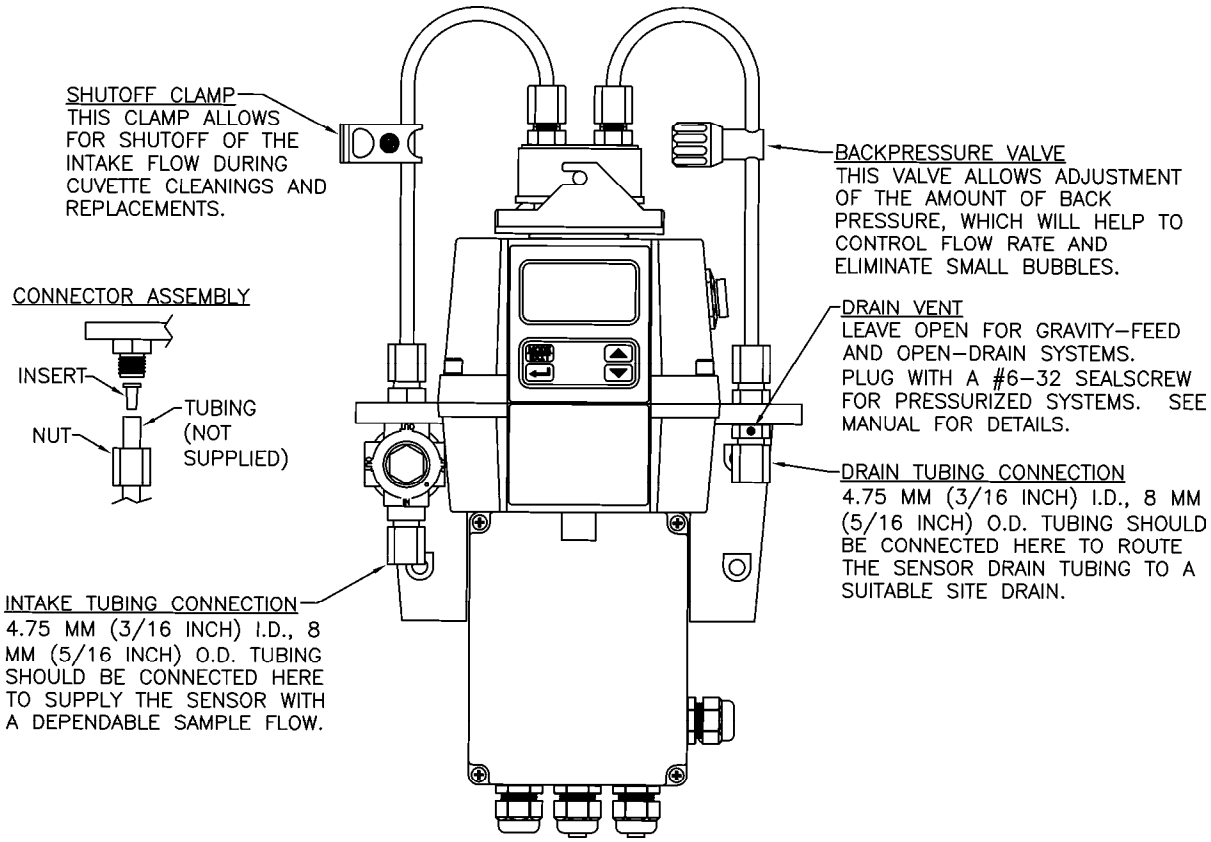

Figure 4: Recommended Plumbing for the Instrument
The recommended plumbing for the instrument is shown in Figure 4. The instrument is designed to require very little head pressure to operate; around 6.9kPa (1 PSI). The flow through cuvette is rated for a flow of 100ml/min. – 1 liter/min. (0.026-0.26Gal/min). The integral pressure regulator is rated for a maximum pressure of 1380 kPa (200 PSI.). The maximum allowable fluid temperature is 50°C (122°F).
In figure 4, there are two flow devices shown. The one on the input side is a shutoff clamp used during cuvette maintenance. The other device is a backpressure valve. Backpressure may be required to prevent air from coming out of solution, which may be observed as tiny air bubbles.
3.2.1 Drain Vent: The Micro TOL has been fitted with a drain vent in the "OUT" bulkhead fitting. This fitting allows for atmospheric equalization, thus helping to alleviate bubble formation in the cuvette. Refer to Figure 4.